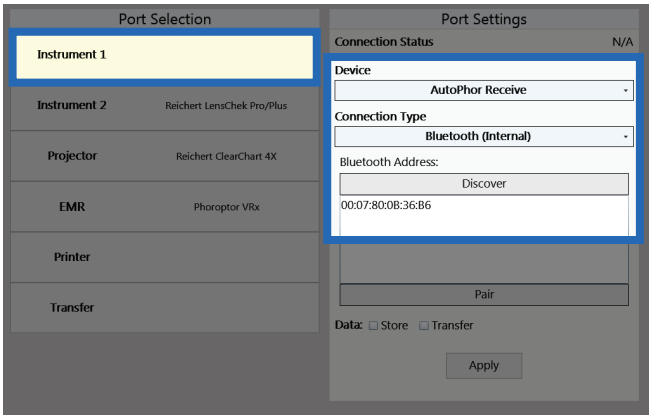

Figure IS-31, Internal Bluetooth Receive
7. Repeat all the above steps for the Instrument 1 port on the Visutron 900 *Touch* that is having the data transferred to it. Be sure that under Device, **AutoPhor Receive** is selected. Refer to Figure IS-31.